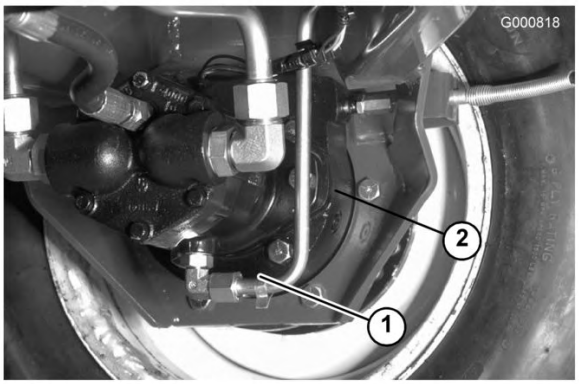

Figura 66
3. Retire ambos os tampões que se encontram no fundo da estrutura dos travões e deixe o óleo escorrer para o recipiente (Figura 66).